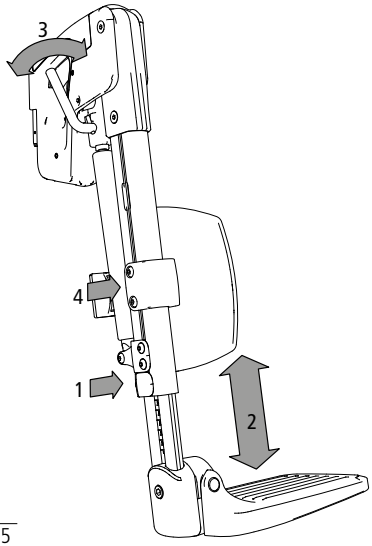

afb. 35
1. Draai de inbusbout aan de achterkant los (1, afb. 35).
2. Nu kunt u de hoogte van het onderste deel van de beensteun wijzigen (2, afb. 35). Als u de juiste hoogte heeft gevonden, kunt u de vastzetbout weer vastdraaien.
3. Om de hoek van de beensteun te wijzigen, trekt u aan of drukt u op de hendel (3, afb. 35). De hoek kan traploos worden versteld via een gasdrukveer.
4. Door de vastzetbout (4, afb. 35) op het kuitkussen los te draaien, kunt u de hoogte van het kussen wijzigen.